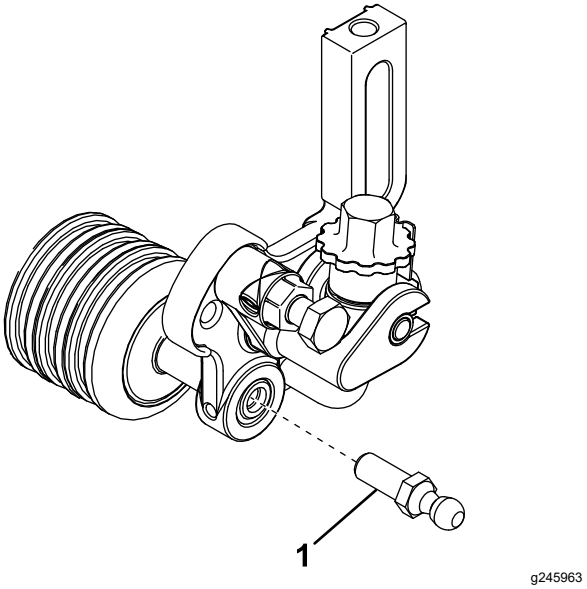

Figura 6
10. Enrosque un espárrago con bola en cada extremo de los rodillos delanteros del groomer (Figura 6).